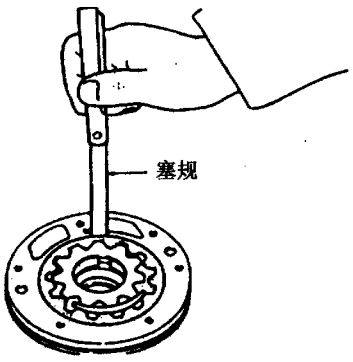

图 9－6－9　测量间隙
(2) 如图 9－6－9 所示，测量外齿轮和油泵壳之间的间隙。标准间隙值为 0.08～0.15mm。如果实测值不在标准间隙范围之内，则除油泵盖外，应更换整个油泵总成。